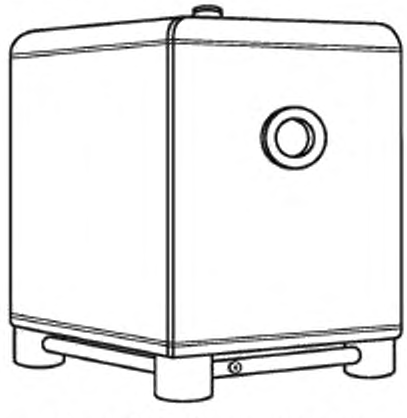

Рисунок 28 — Поддон-резервуар
4.2.8 **поддон-резервуар:** Герметичный ящичный поддон с четырьмя неразборными стенками, оснащенный герметичной крышкой. Извлечение груза осуществляют через сливное отверстие, расположенное в основании, или путем откачивания через отверстие в крышке (см. рисунок 28). en tank pallet fr palette-réservoir